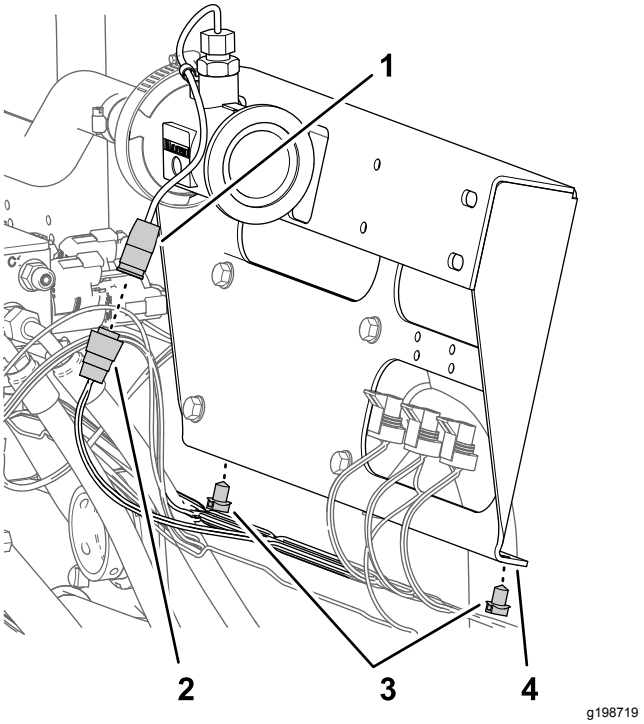

Figur 70
1. Kobl stikket med 3 sokler på maskinens ledningsnet med angivelsen GENNEMSTRØMNINGSMÅLER fra gennemstrømningsmålerens stik med 3 ben (Figur 70).
2. Afmonter de 2 skubbefastgørelsesanordninger på maskinens ledningsnet fra sektionventilbeslagets nederste flange (Figur 70).